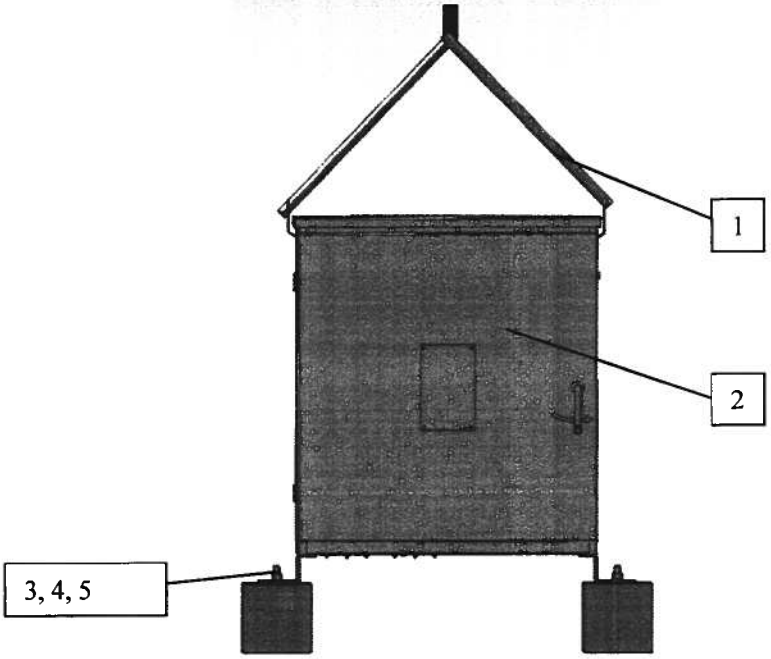

Figura 13 Instalación de la caja de control del interruptor de circuito
• Levante la caja de control (2) con una eslinga y colóquela en la base de instalación;
• Pre-instale la tuerca (5), la arandela plana (3) y la arandela elástica (4), y apriete el par de apriete en 157 N.m después de apretar a mano, como se muestra en la Figura 13.